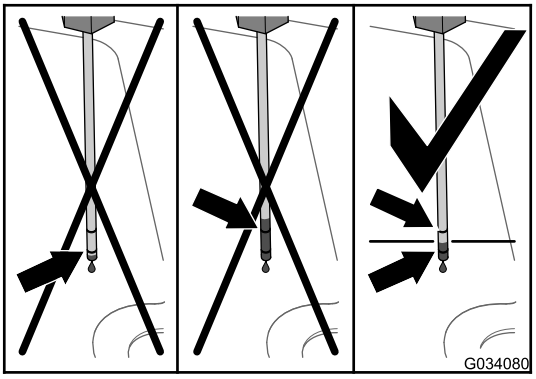
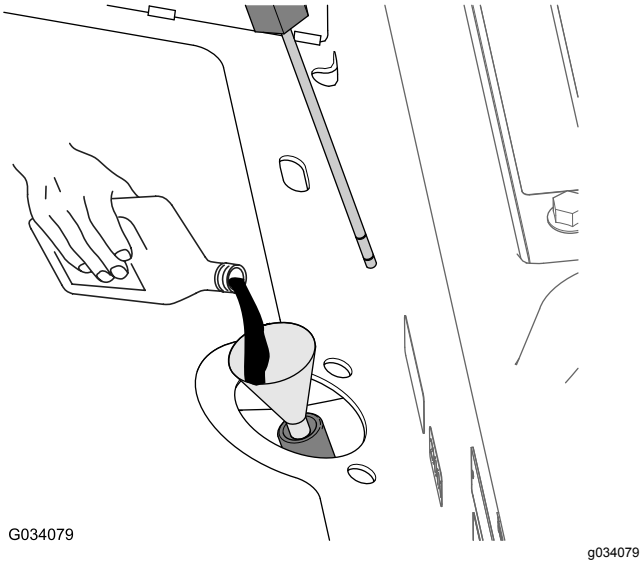

Figur 79
Figur 80
4. Fjern målepinden, og kontroller væskestanden (Figur 79).
5. Hvis væskestanden er under det nederste Full-mærke på målepinden, skal den angivne hydraulikvæske fyldes i påfyldningsrøret (Figur 80), indtil væskestanden stiger mellem de øvre og nedre mærker, når den kontrolleres med målepinden (Figur 79).
6. Hæld den angivne hydraulikvæske i påfyldningsrøret (Figur 80), indtil væskestanden i transakselhuset (beholderen) er midtvejs mellem de øvre og nedre mærker på målepinden (Figur 79).